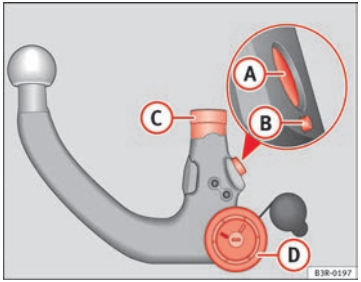

Fig. 164 Removable towing bracket: Ball joint
– Check the locking pin (A), release pin (B), shaft section (C) and knob (D) ⇒ fig. 164 on the ball joint to make sure they are clean and undamaged.